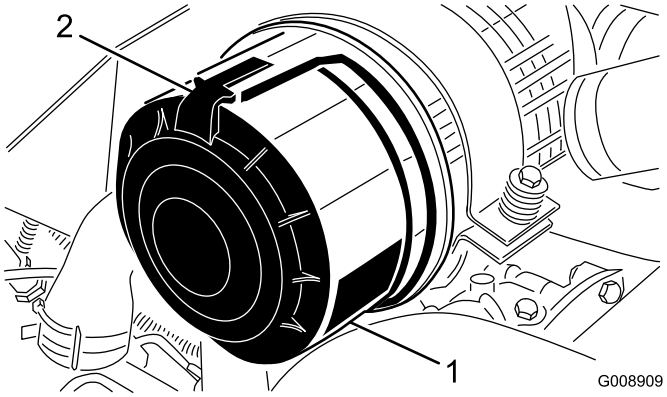

Figur 59
1. Lossa spärrhakarna som håller fast luftrenarkåpan på luftrenarhuset (Figur 59).